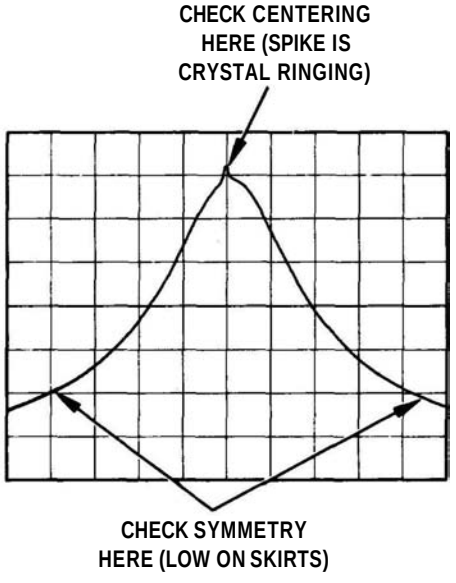

FIGURE 5-7. ADJUSTING CRYSTAL SYMMETRY AND CRYSTAL CENTERING
13. Adjust front-panel TUNING control to center bandpass spike (Figure 5-7) on the CRT display.
14. Adjust A13C38 SYM and A13C54 CTR for a centered and symmetrical bandpass as shown in Figure 5-7. Adjust A13C54 CTR for minimum signal amplitude.